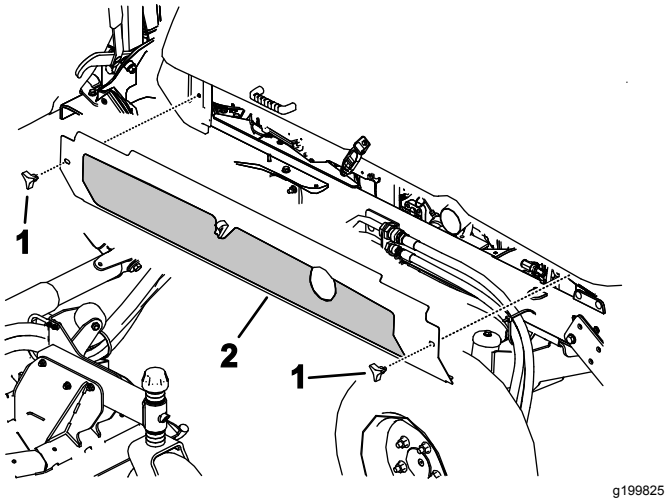

Bild 108
4. Lösen Sie die Handräder und entfernen beide Seitenabdeckungen (Bild 108).
5. Montieren Sie die seitlichen Abdeckungen (Bild 108).